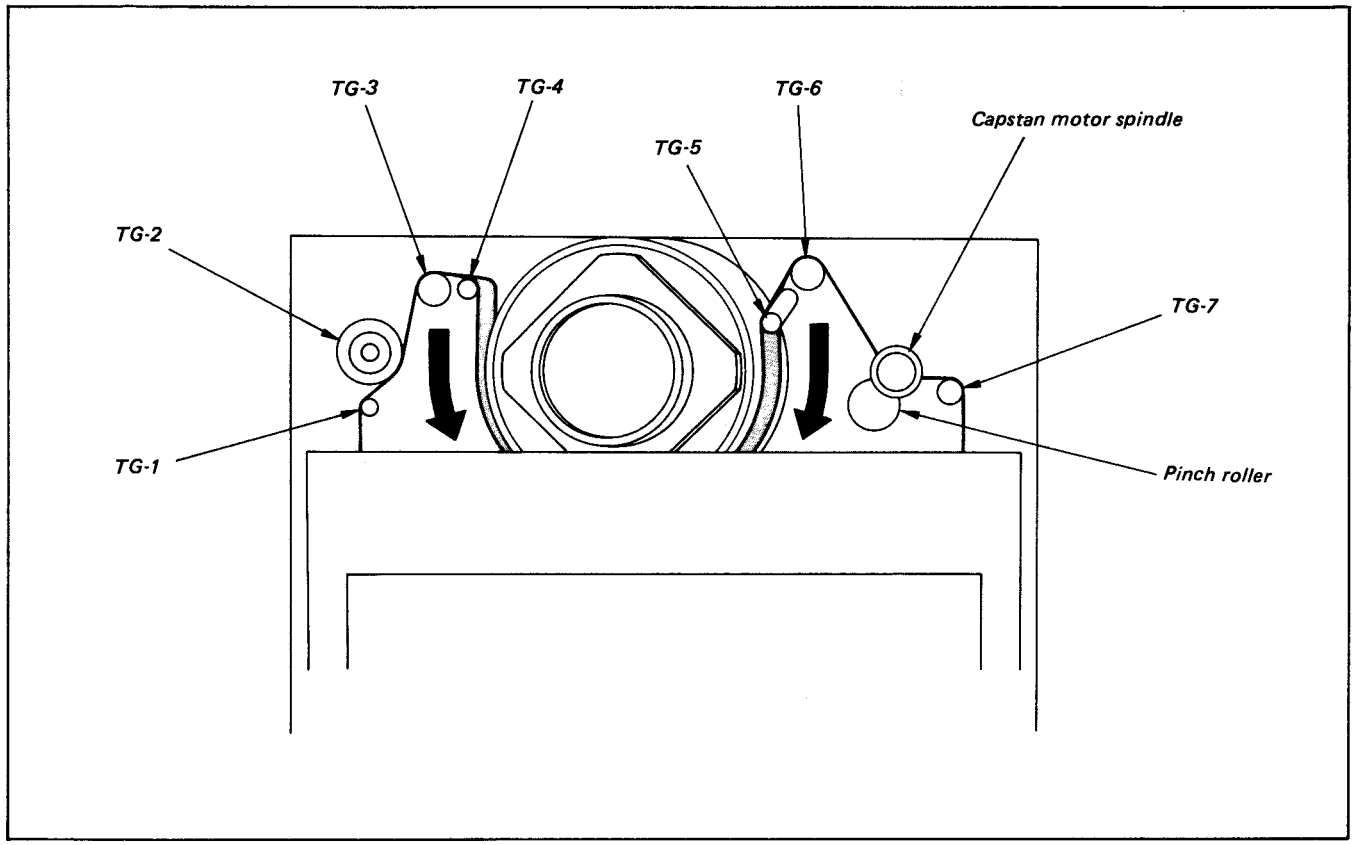

Fig. 2-4
3) Set up [GUIDE LOAD] mode, and move each tape guide from the position shown in Fig. 2-4 to the position shown in Fig. 2-5.